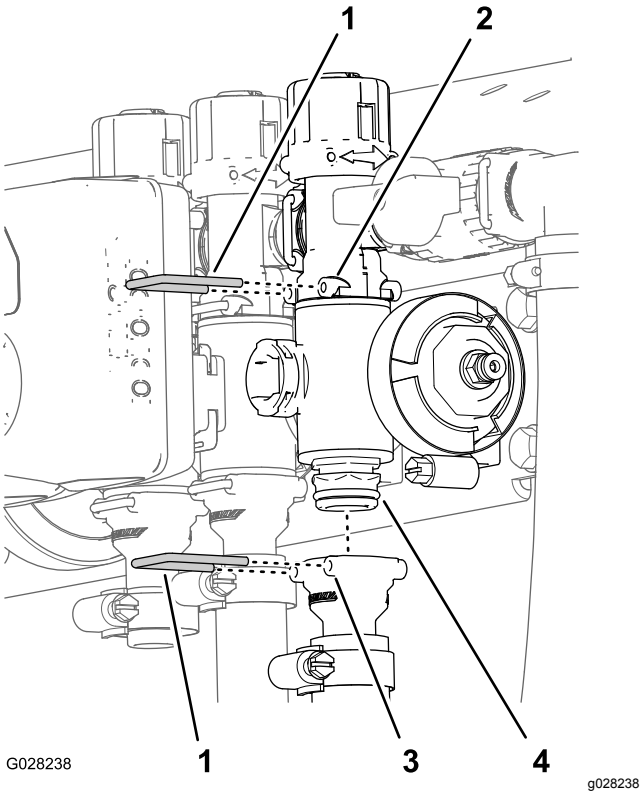

Figur 120
2. Afmonter de holdere, der fastgør udgangsstudsen til sektionsventilmanifolden og ventilmanifolden til omløbsfittingen (Figur 120).